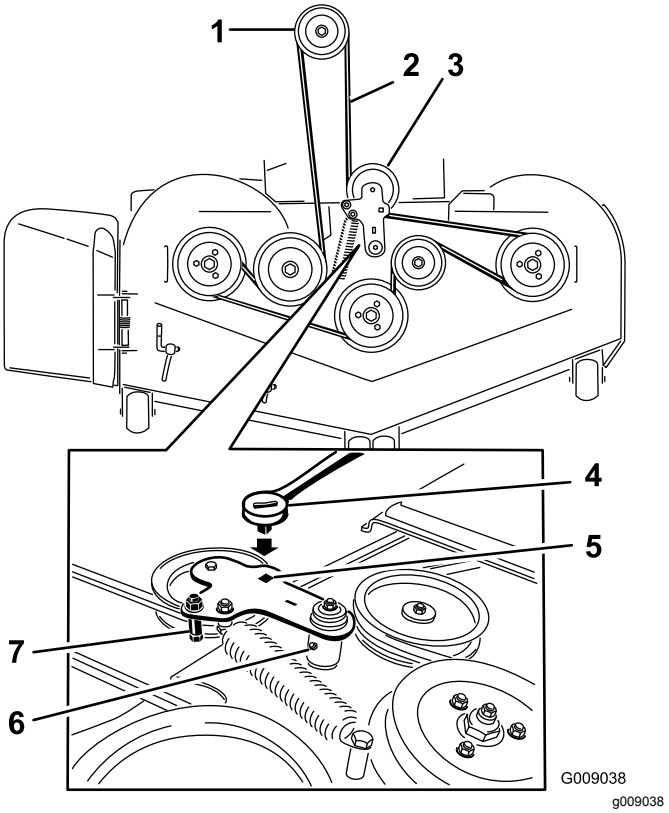

**Figuur 106**
5. Hef het vloerdeel op en steek een momentsleutel in de vierkante opening in de spanpoelie (Figuur 106).
6. Draai de spanpoelie van het maaidek rechtsom en verwijder de aandrijfriem van het maaidek (Figuur 106).